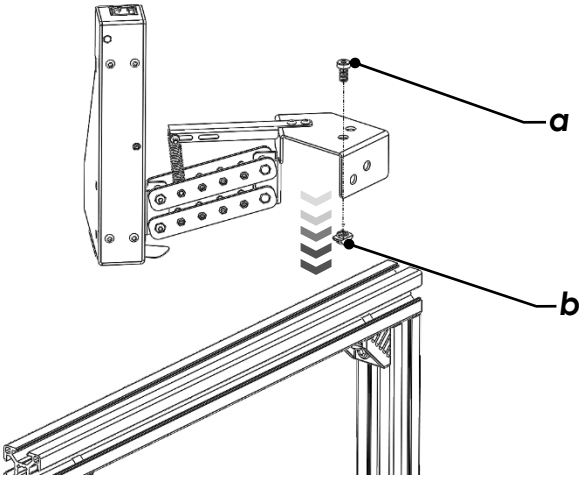

Figure 4
- Use the 8mm T-nut and the short M5 screw as shown in Figure 4 to fix the print head on the Horizontal Aluminum extrusion.